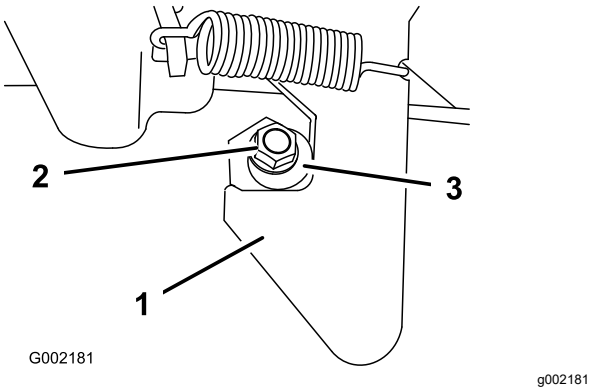

Figur 60
1. Løsne låsemutteren på enden av låseposten (Figur 60).
2. Vri låseposten med klokken til den sitter tett mot krokdelen på sperren (Figur 60).